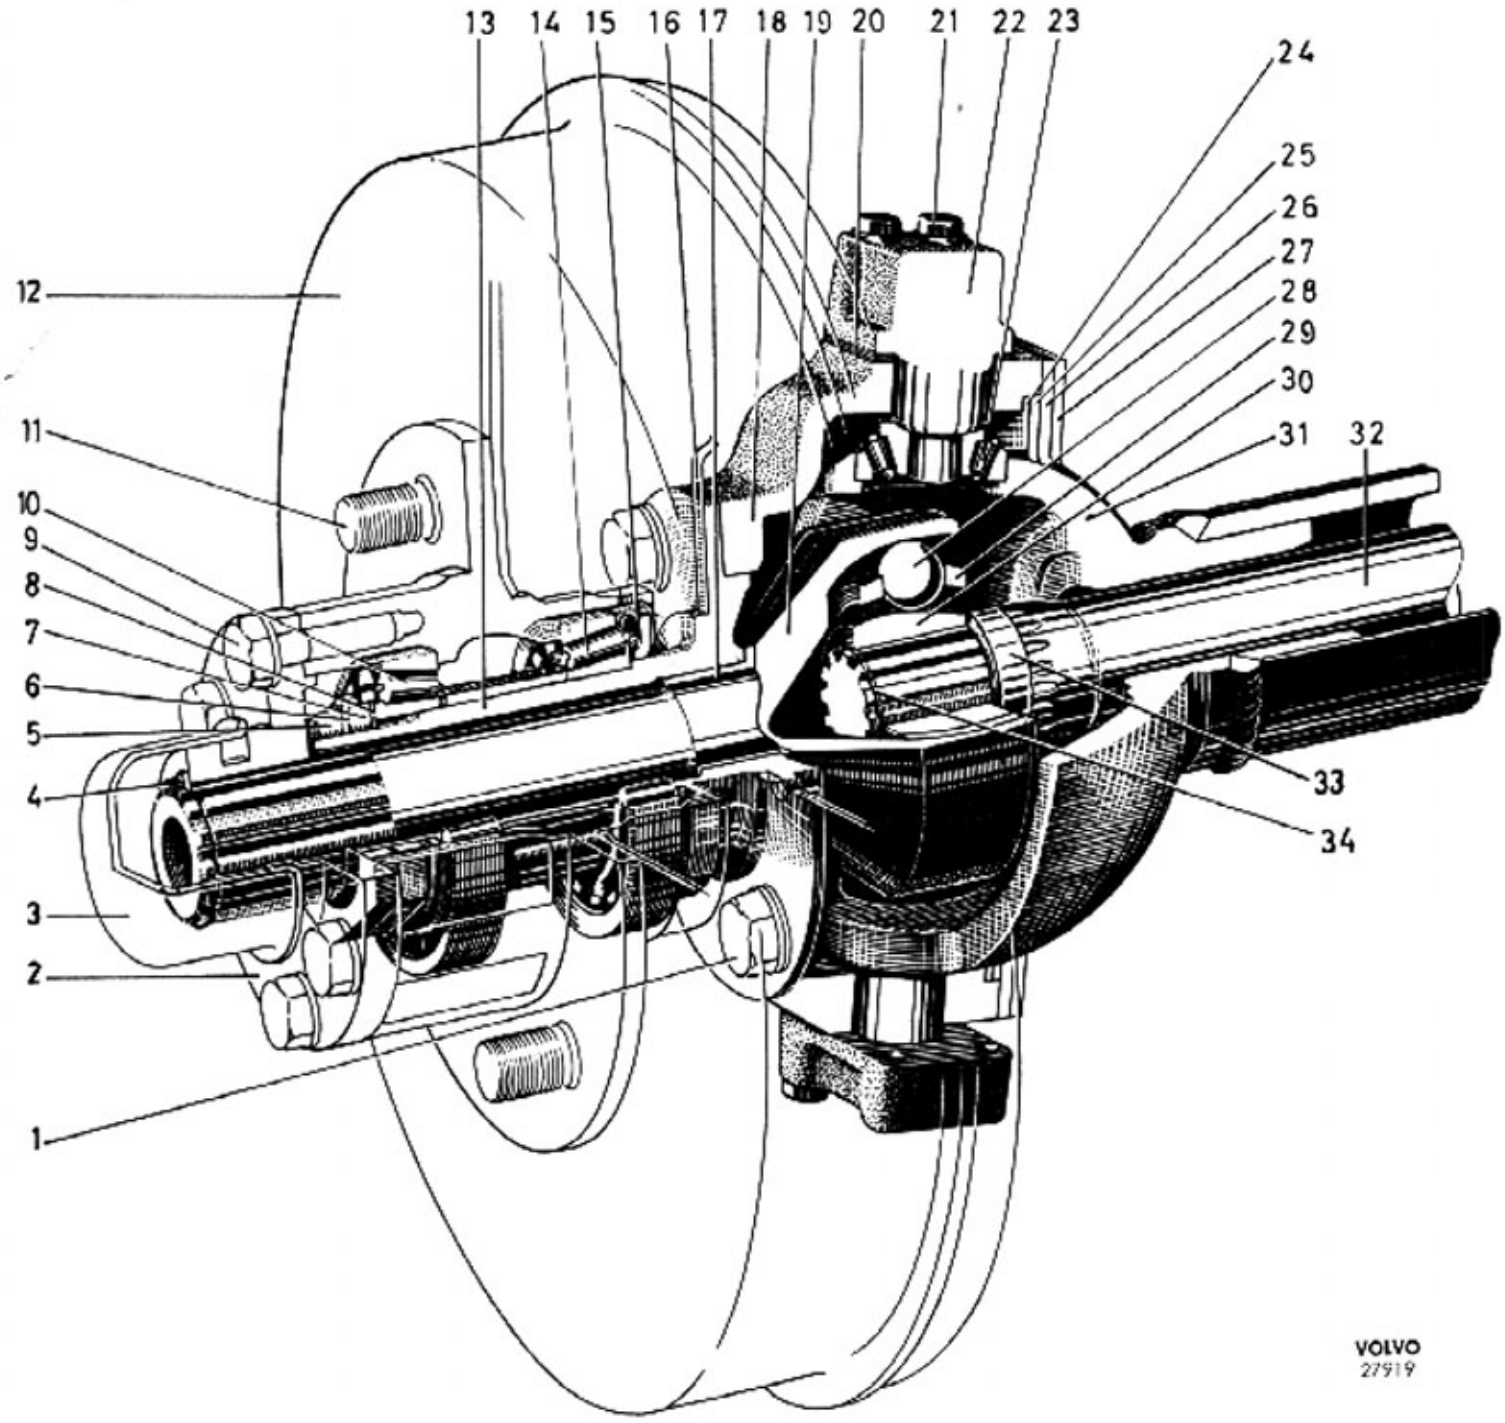
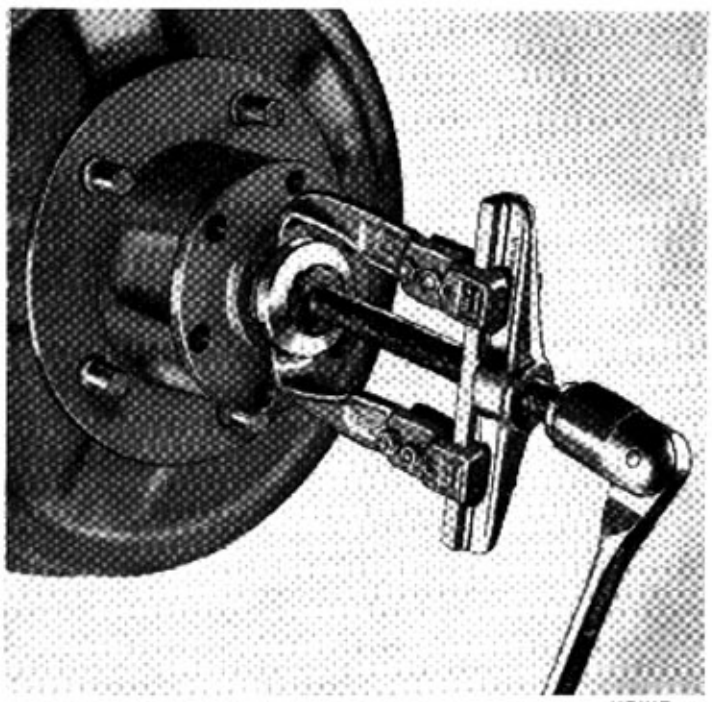

Bild 61-1. Framaxel
Bild 61-2. Demontering av medbringaren
2. Demontera navkapseln (3), bild 61-1, och låsringen (4). Skruva ur skruvarna i medbringaren och drag av den med avdragare. Se bild 61-2.
3. Vik upp låsbricka (6), skruva av muttrarna (5 och 7) med verktyg SVO 2482 och demontera brickan (8). Drag av navet med avdragare SVO 2455. OBS att hylsan SVO 2477 skall användas som stöd mot hjulspindeln.